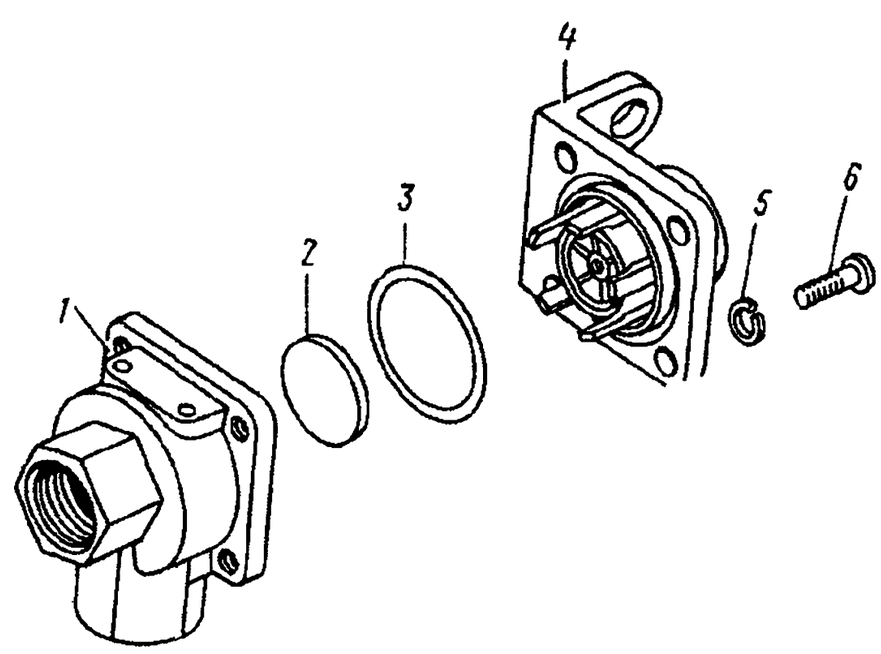

Рис. 315. Клапан двухмагистральный перепускной:
1. Выверните винты *6* (рис. 315) с шайбами *5* крепления крышки *4* к корпусу *1*	Слесарный верстак, отвертка